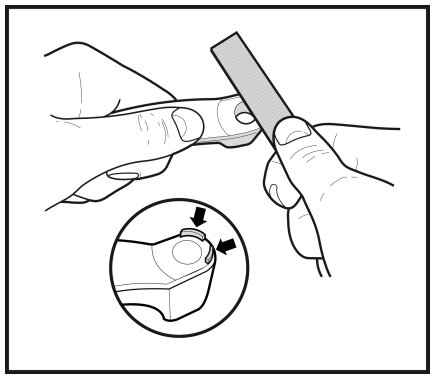

Рис. 25 :
3.8 Осмотрите привалочные поверхности под головки болтов на правой крышке подшипника. При обнаружении заусенцев выровняйте поверхность напильником для обеспечения плотного прилегания кронштейна. (**Рис. 25**)